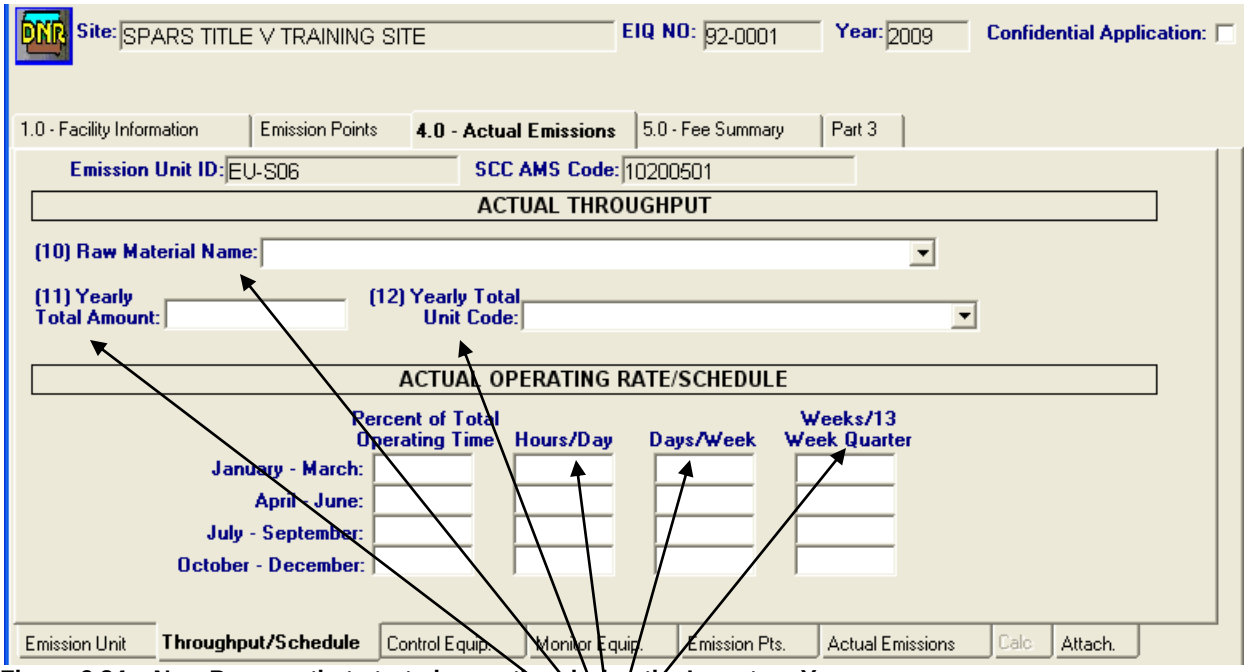

Figure 9.34 – New Process that started operation during the Inventory Year.
- ✓ If the process is new, that is, it was not included in the previous inventory; you must populate all the fields on the **Throughput/Schedule** sub tab. See Figure 9.34.